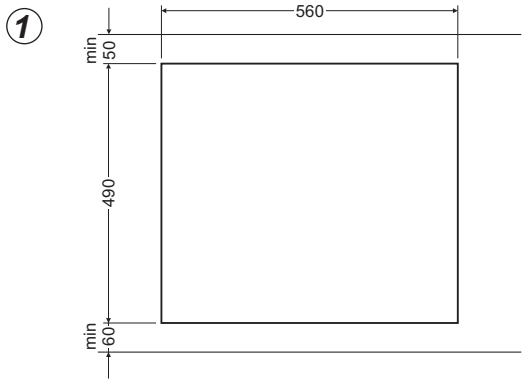

Рис. 2
- Если плита встроена в столешницу шкафчика, металлические предметы, находящиеся в шкафчике, могут нагреться до высокой температуры от потока воздуха, который проникает из вентиляционной системы плиты. (см. рис. 2)
- Под низом столешницы надо оставить не менее 25 мм свободной поверхности – это необходимо для обеспечения циркуляции воздуха и во избежание перегрева поверхности вокруг кухонной плиты, рис.2.